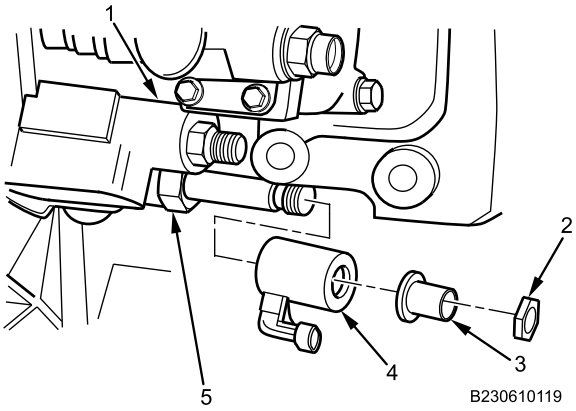

Figure 2. IPR Sensor.
4. Remove locknut (Figure 2, Item 2), sleeve (Figure 2, Item 3), and solenoid (Figure 2, Item 4) from IPR sensor (Figure 2, Item 5). Discard locknut .
5. Remove IPR sensor (Figure 2, Item 5) from high pressure pump (Figure 2, Item 1).